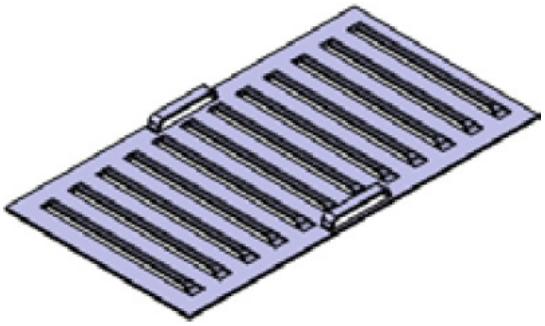

Figure 15-155 *The final model for Tutorial 3*
7. Create the mirror feature of the handle created about the zx plane. The final model for Tutorial 3 is shown in Figure 15-155.